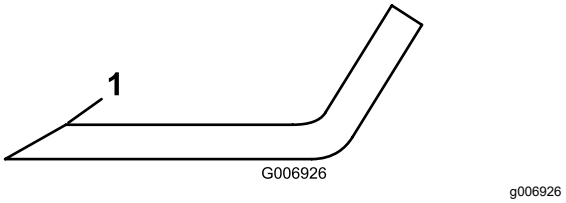

Figur 75
4. Kontrollera eggarna på samtliga knivar. Slipa dem om de är slöa eller hackiga, slipa endast knivseggens översta del och behåll den ursprungliga skärvinkeln för bästa skärpa (Figur 75).